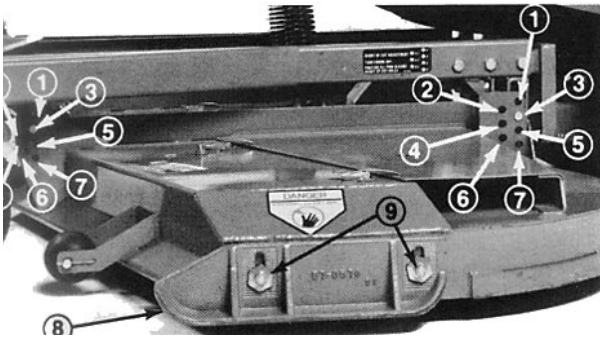

Fig. 1
2. Per regolare la slitta allentare i dadi a colletto, posizionare la slitta nella posizione ottimale, e serrare di nuovo i dadi (Fig. 1).